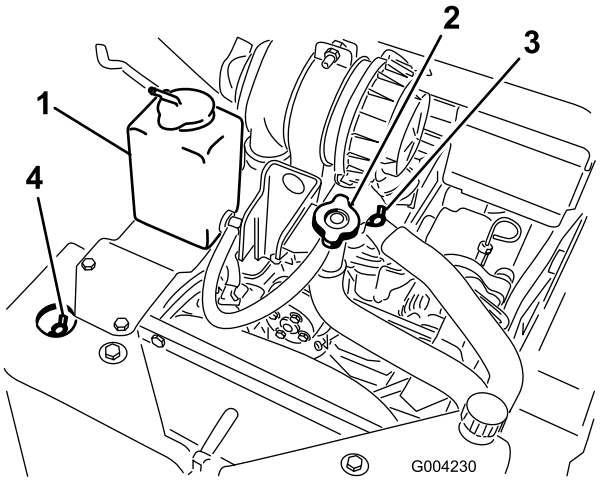

Rysunek 21
A. Odkręć korek wlewu płynu chłodzącego (Rysunek 21).
B. Otwórz przedni i górny zawór odpowietrzania płynu chłodzącego (Rysunek 21).
C. Wlewaj płyn chłodzący przez szyjkę wlewu do momentu, gdy płyn zacznie wydostawać się przednim zaworem odpowietrzania (Rysunek 21).
D. Zamknij przedni zawór odpowietrzania płynu chłodzącego (Rysunek 21).
E. Wlewaj płyn chłodzący przez szyjkę wlewu do momentu, gdy płyn zacznie wydostawać się górnym zaworem odpowietrzania (Rysunek 21).
F. Zamknij górny zawór odpowietrzania płynu chłodzącego (Rysunek 21).
G. Wlewaj płyn chłodzący przez szyjkę wlewu do momentu, gdy płyn dojdzie do poziomu szyjki wlewu (Rysunek 21).
H. Załóż korek wlewu płynu chłodzącego (Rysunek 21).
I. Dolewaj płyn chłodzący do zbiornika rozprężnego aż do osiągnięcia znaku maksymalnego poziomu z boku zbiornika (Rysunek 21).